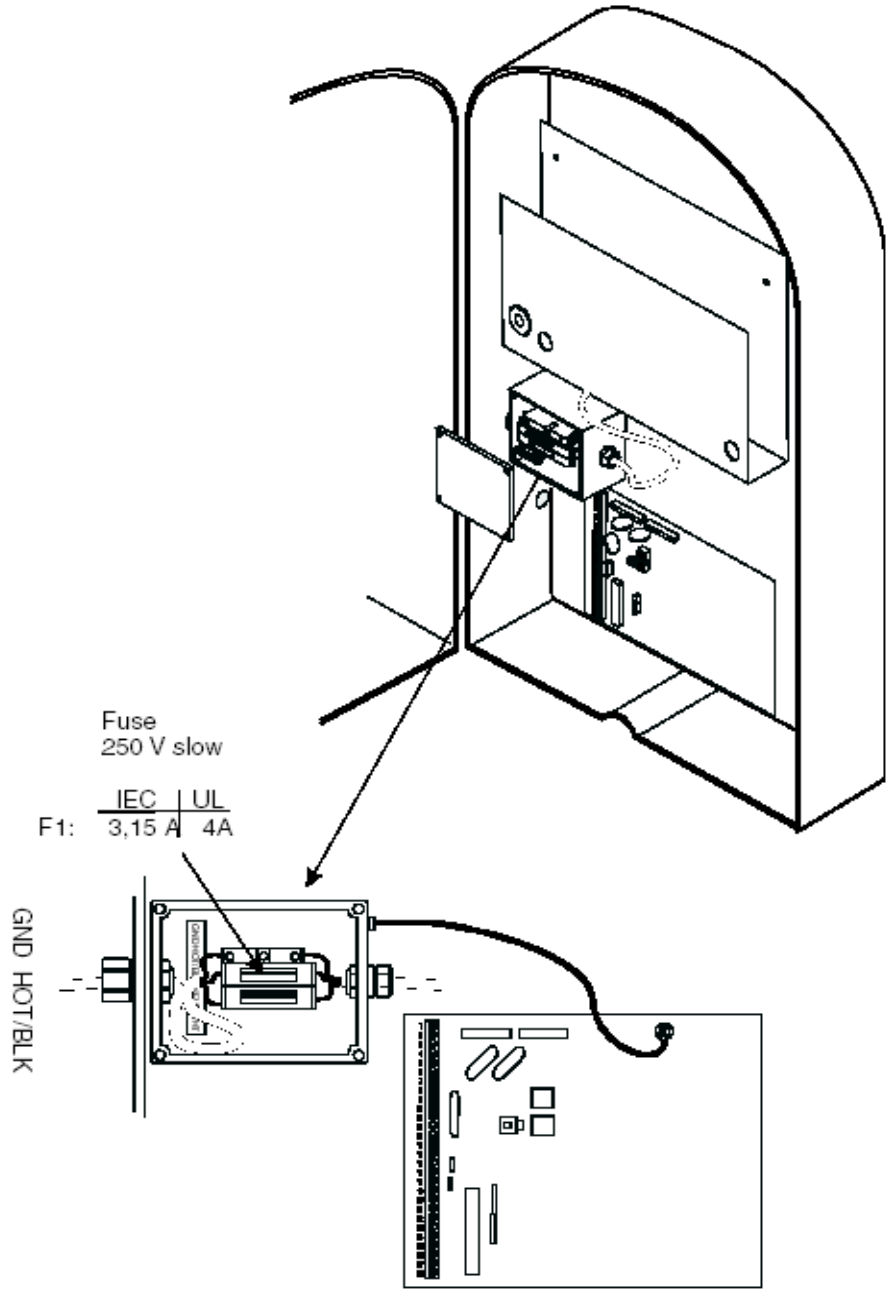

图 8 交流电供电接线
在仪器外壳的后面把高电压和低电压的线接上，参考图 8。
3. 电源连接在金属的供电盒内的端子上。将供电盒上固定金属盖的 4 个螺丝去掉，将盖子拿掉。（请看图 8）